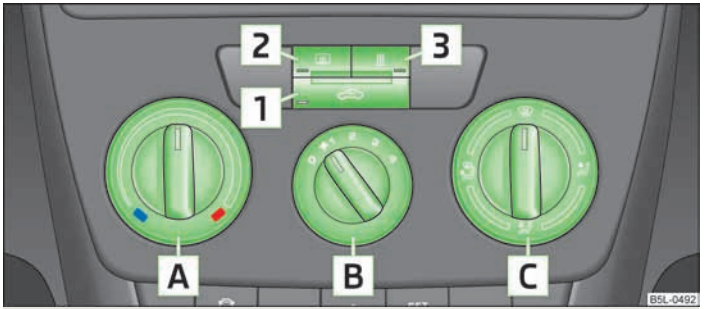

图 90 暖风：操作元件
› 向右转动调节旋钮 A » 图 90，可以提高温度。
› 将鼓风机开关 B » 图 90 转动到位置 1 至 4 之一，可以接通鼓风机。
› 可用气流分配调节器 C » 图 90 调节气流吹出方向 » 第 76 页。
鼓风机开关 B » 图 90 除外的所有操作元件都可以调到任意一个中间位置。
- 操作元件 A、B、C 和按钮 1 » 图 90，见第 78 页。
› 按压按钮 » 图 90，见第 78 页。
› 再次按压按钮 » 图 90，见第 78 页。
如果将气流分配调节器 C 转到位置 » 图 90，见第 78 页，则车内空气循环运行模式自动关闭。通过再次按压按钮 也可以在这个位置上重新接通车内空气循环运行模式。